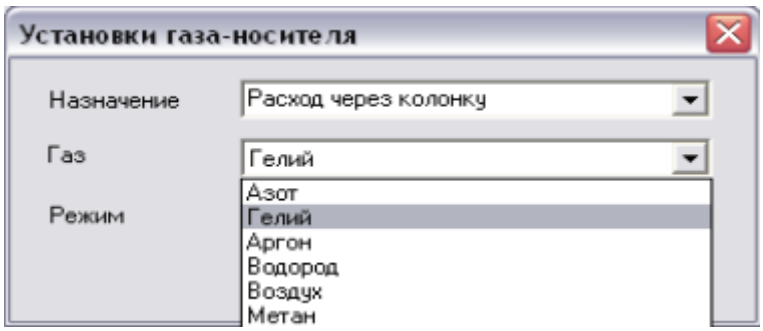

Рис. 35: Окно «Установки газа-носителя»
3. Выберите канал РГП, который необходимо настроить (в примере: **1.Гелий**). Откроется окно *Установки газа-носителя* (Рис. 35).